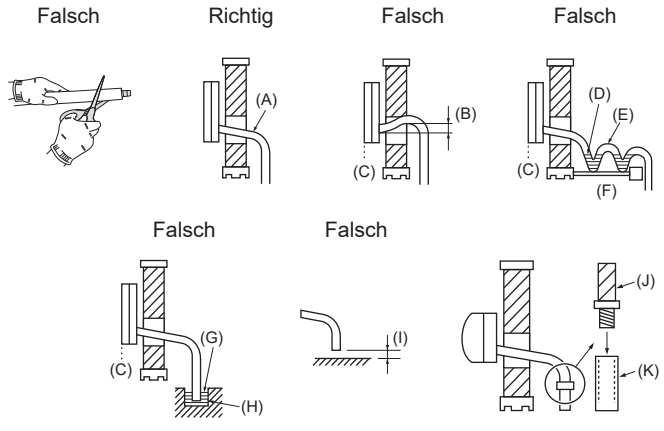

Abb. 5-1
5.1. Verrohrung der Dränage (Abb. 5-1)